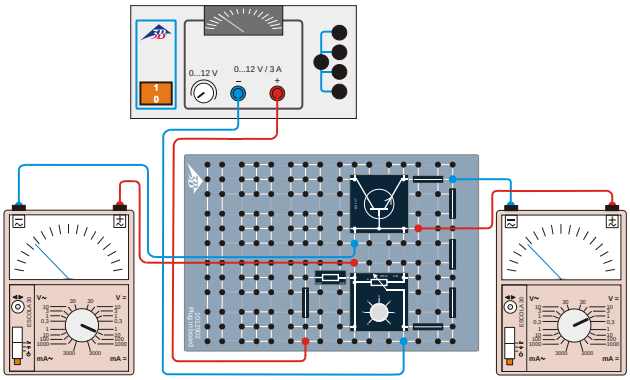

Fig. 3: Schaltskizze zur Aufnahme der Eingangskennlinie.
- Schaltung gemäß Fig. 3 aufbauen. Die beiden angeschlossenen Analog-Multimeter dienen der Messung der Basis-Emitter-Spannung U_{BE} und des Basisstroms I_B.